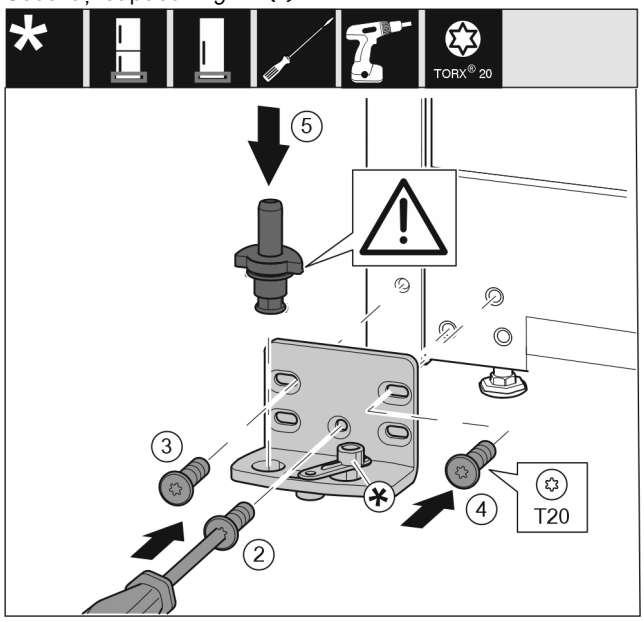

Fig. 48 *
- ▶ Aplicați suportul de lagăr pe partea opusă și înșurubați-l cu ajutorul unei șurubelnițe. Începeți cu șurubul *Fig. 48 (2)* de jos din centru.*
- ▶ Înșurubați ferm șurubul *Fig. 48 (3)* și șurubul *Fig. 48 (4)*.*
- ▶ Introduceți complet bolțul de lagăr *Fig. 48 (5)*. Aveți grijă aici ca respectiva camă de fixare să fie îndreptată către înapoi.*